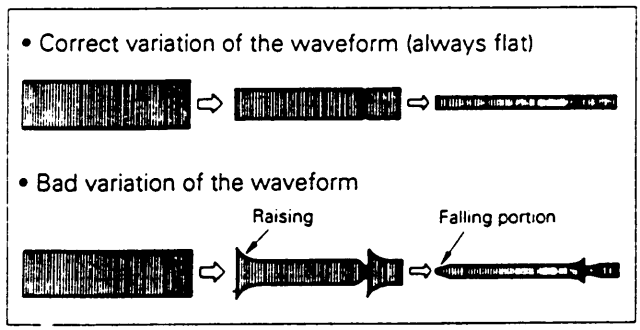

Fig. 2-5-6
5) By pushing the tracking buttons several times, vary the FM waveform output from maximum to minimum (and vice versa) gradually, and confirm that the variation proceeds in a flat shape, as in Fig. 2-5-6.